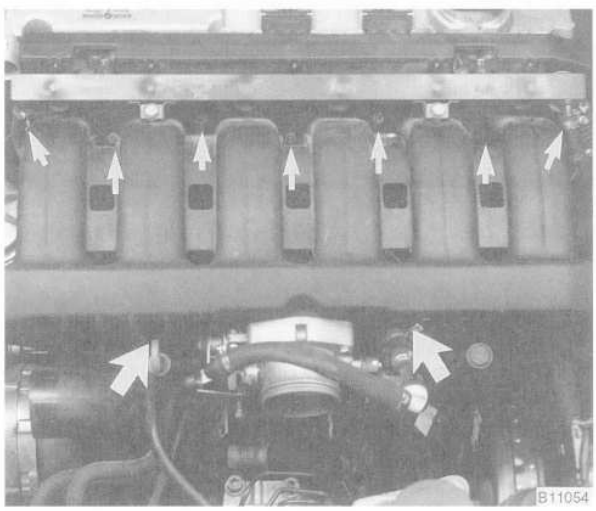

Fig. 15. Intake manifold nuts and support bracket bolts (**arrows**).
18. Remove the intake manifold from the engine by removing the seven mounting nuts from above and the two support bracket bolts from below. See Fig. 15.